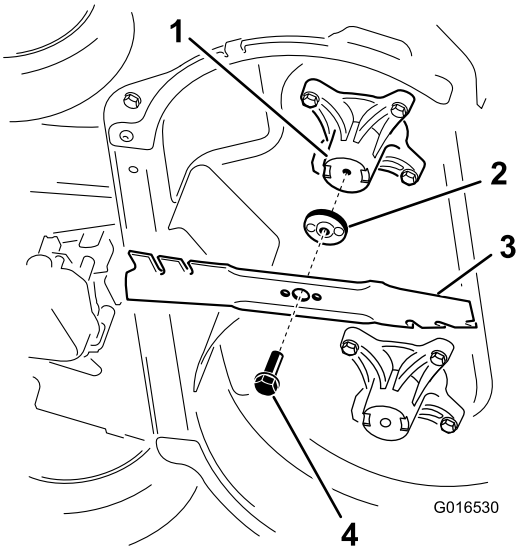

Figura 33
2. Rimuovete ogni lama come mostrato in Figura 33.
1. Montate la prima lama in posizione orizzontale, usando la bulloneria di montaggio come mostrato in (Figura 33).